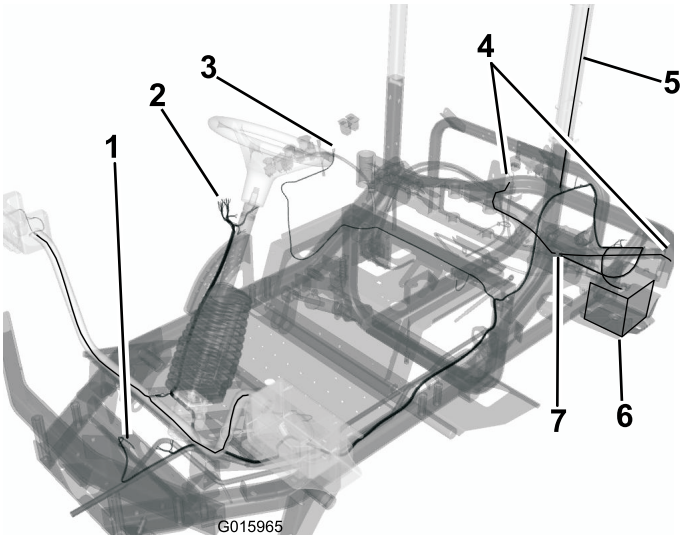

Figur 12
- Før ledningsnettet hen til hornet og slut de to ledninger til fatningerne (Figur 12).